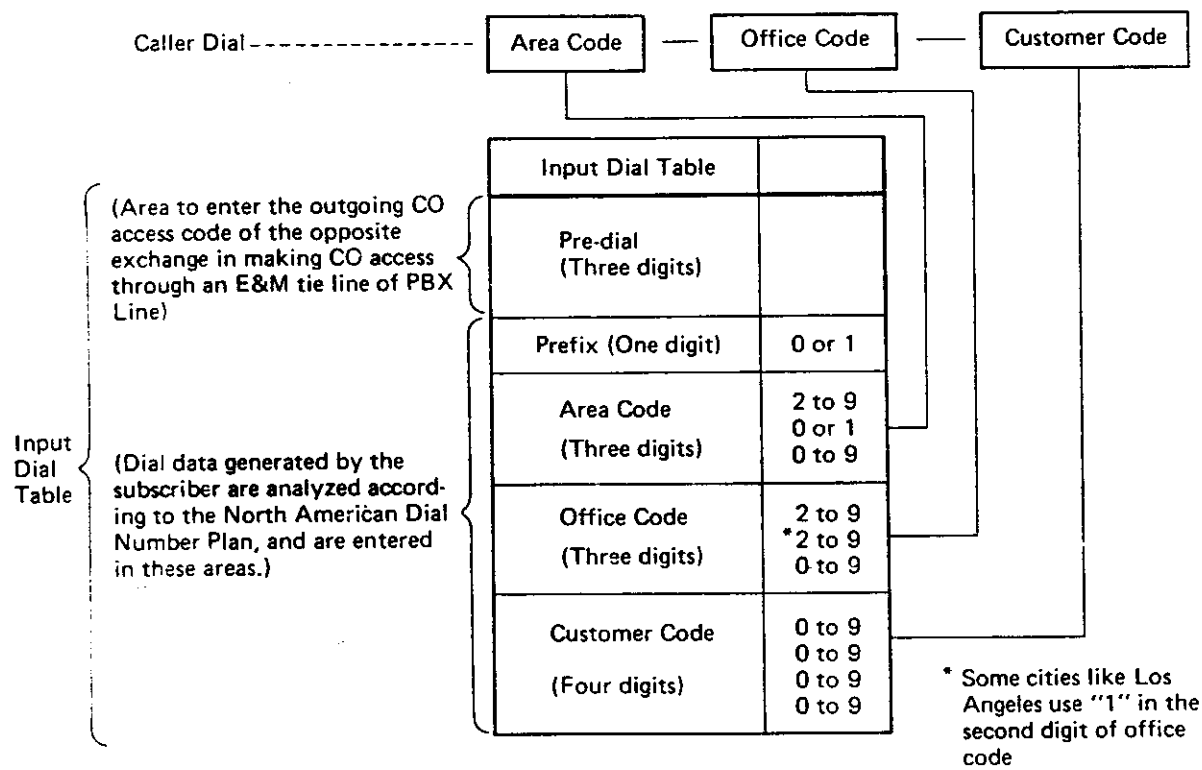

Figure 4.2.2.6.2.1 Entering Dial Data in Input Dial Table
(1) The dial data generated by the subscriber is analyzed according to the North American Dial Number Plan. The area code is first entered in the area called the input dial table (mentioned for purposes of explanation here, though it does not come up at the time of preparing the planning sheet), followed by the office code and customer code (subscriber number). This process is illustrated in Figure 4.2.2.6.2.1.
(2) The system refers to the table in which are registered the area codes for areas covered by PBX tie lines or E&M tie lines. This table is called the E&M Area Code Table. If the dialed area code is not in this table, system refers to the table in which are registered the area codes for lines other than PBX tie lines or E&M tie lines. The two tables are shown in Figures 4.2.2.6.2.2(A) and (B).